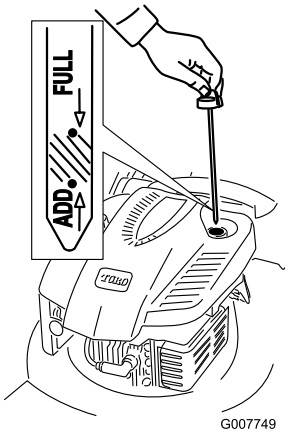

Figuur 8
1. Verwijder de peilstok (Figuur 8).
2. Giet **langzaam** olie in de vulbuis totdat het peil de **VOL**-markering op de peilstok bereikt (Figuur 8). **Niet te vol vullen.** (Maximale vulhoeveelheid: 0,59 l, type: SAE 30W reinigingsolie, met onderhoudsclassificatie SF, SG, SH, SJ, SL van het American Petroleum Institute (API) of hoger.
1. Verwijder de peilstok uit de buis en veeg deze schoon. Schuif daarna de peilstok weer helemaal terug (Figuur 8).
2. Haal de peilstok eruit en controleer het oliepeil (Figuur 8). Als het peil onder de **Bijvullen**-markering op de peilstok staat, giet dan **lanzaam** voldoende olie in de vulbuis totdat het peil de **Vol**-markeringhop de peilstok bereikt. **Niet te vol vullen.** (Maximale vulhoeveelheid: 0,59 l, type: SAE 30W reinigingsolie, met onderhoudsclassificatie SF, SG, SH, SJ, SL van het American Petroleum Institute (API) of hoger.